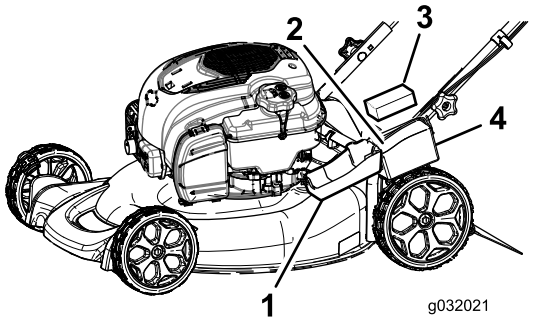

Figur 29
1. Løsne batteridekselet og fjern det (Figur 29).